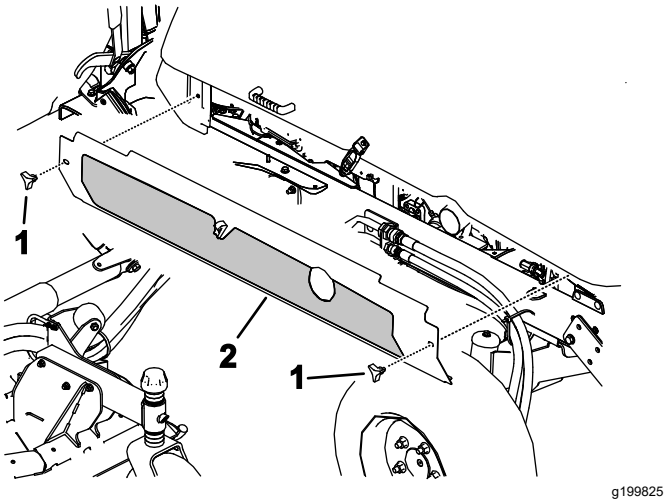

Figuur 113
4. Zet de knoppen los en verwijder de beide zijschermen (Figuur 113).
5. Monteer de zijschermen (Figuur 113).